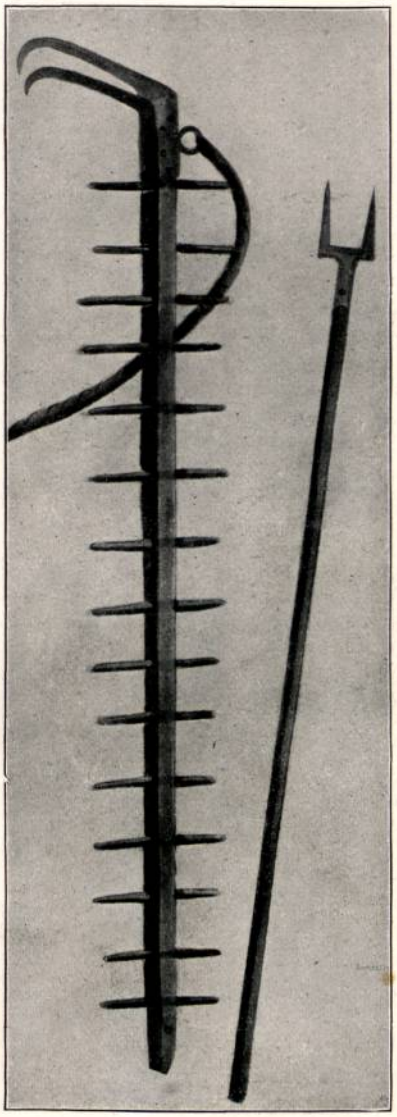

Abb. 424. Papageienleiter nach Kyeser, 1405.
2. Papageileiter, auch Kopenhagener Leiter heißt neuerdings eine Leiter mit nur einem Holm. Kyeser (Bl. 70) schlägt sie i. J. 1405 bei großen Leiterhöhen vor, um das Gewicht zu vermindern (Abb. 424). Mit der Gabel